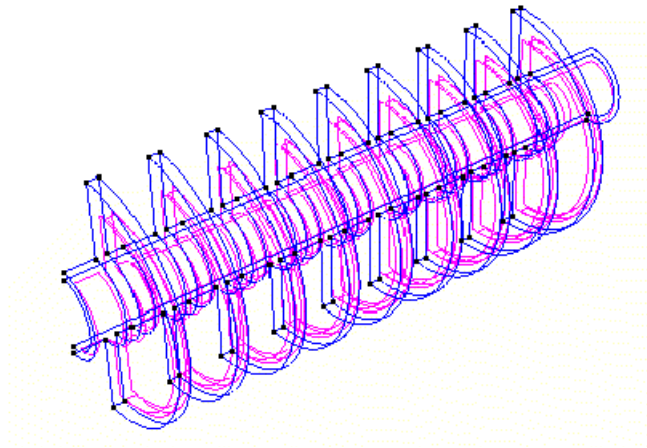

Figure 14. Result of the first step in the rotation (180 degrees)
3. Click **Select.** For an improved view when selecting the profile, click **Off** the "aux" layer. Press **ESC** when the selection is finished. The result should be that illustrated in Figure 14.